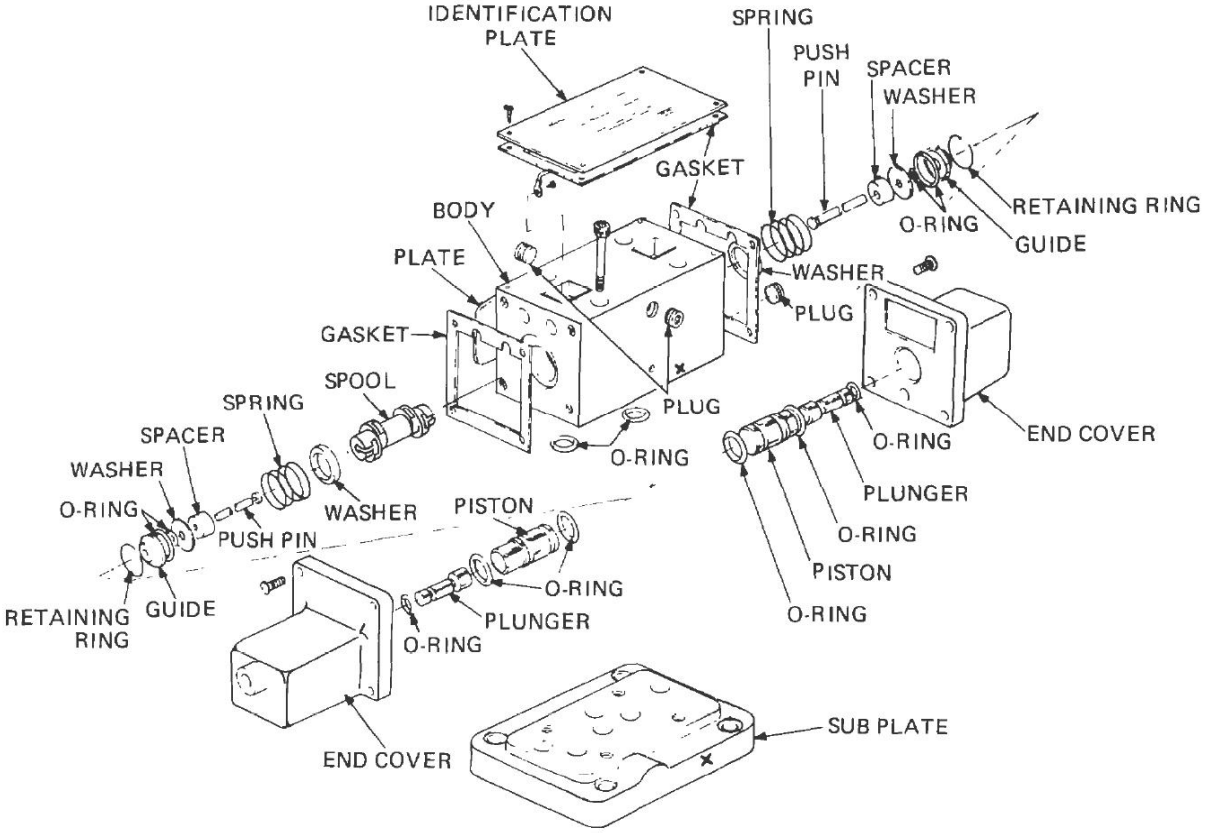

Figure 45 Air Operated Directional Control Valve – Exploded View
a. Remove the screws securing the identification plate to the valve body then remove the identification plate and gasket and discard the gasket (Figure 45).